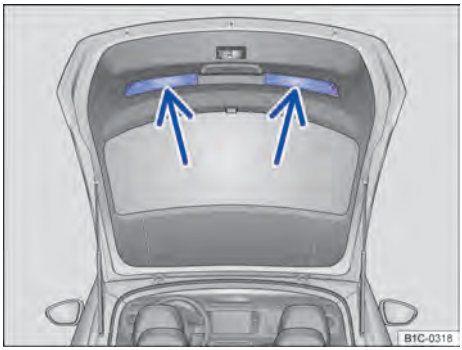

Fig. 35 Tampa traseira aberta: rebaixos para puxar.
- Segurar em um dos rebaixos do revestimento interno da tampa traseira ⇒ Fig. 35 (setas).